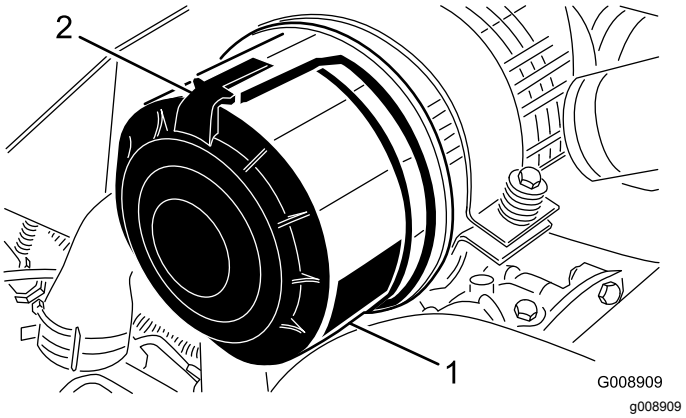

Figuur 96
1. Maak de sluitingen los waarmee het deksel van het luchtfilter is bevestigd aan het luchtfilterhuis (Figuur 96).